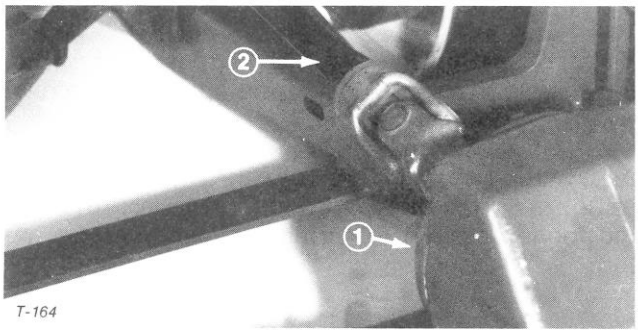

Figure 25
2. Stop engine, remove clevis pins and hairpins from forward and rear height-of-cut brackets, install cutting unit under frame, align gearcase input shaft with PTO shaft and install shaft (Fig. 25).